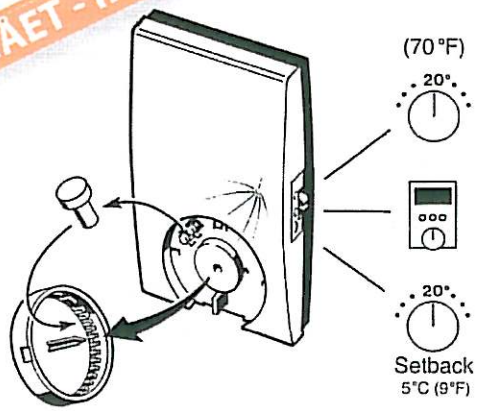

Fig. 3
Når installationskablet fjernes, blinker den røde diode bag dækslet (fig. 3) i mindst 3 minutter.
- Blinker den røde diode bag dækslet (fig. 3) hurtigt i 3 minutter, er rumtermostaten i orden